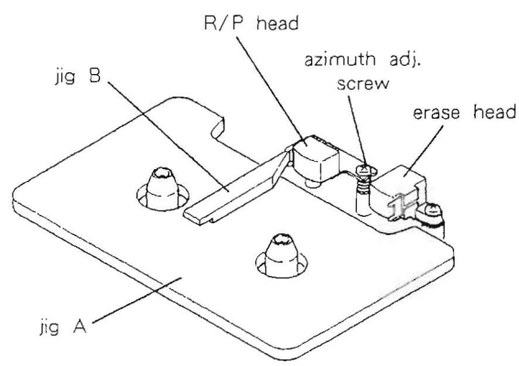

Fig. 2-7
1). Set jig A as shown in Fig. 2-7, then set the deck to PLAY mode.
5). Play back the 10 kHz signal on test tape MTT-256, then adjust the azimuth adjustment screw (Fig. 2-7) so that the phase difference between the L and R channels is 0°.
1). 図2-7のように治具Aをセットし、PLAYモードにする。
5). テスト・テープ MTT-256の10kHzを再生して、LchとRchの位相差が 0° になるようにアジマス調整ネジ (図2-7) で調整する。